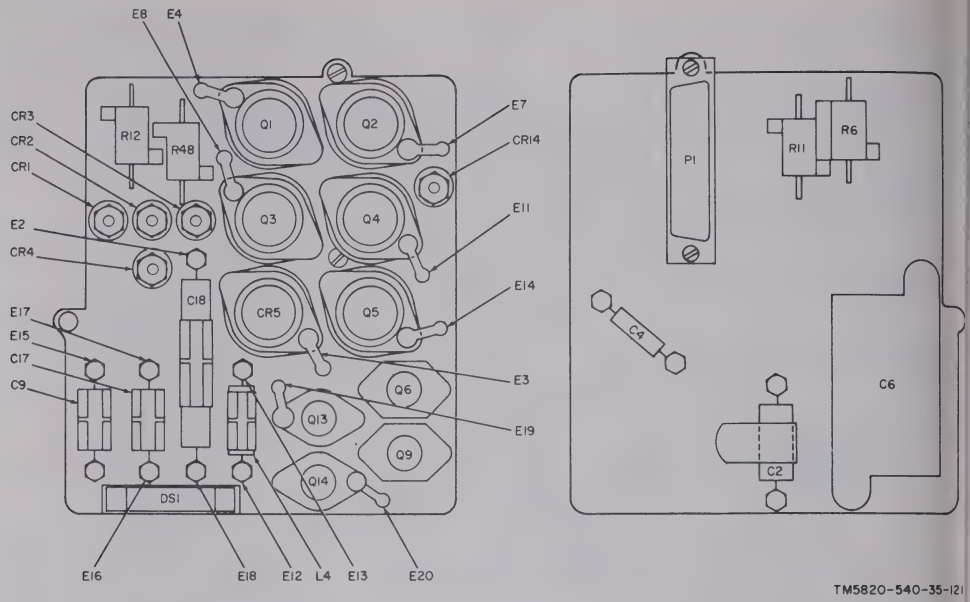

Figure 4-43. Power supply subassembly 5TR1PS1A2, parts location.
d. R11 or R12 open circuit or shorting to ground through heat sink.	*d.* Check resistors for open circuit. Using insulation tester, check for short circuit to heat sink (fig. 4-43 and 4-48).